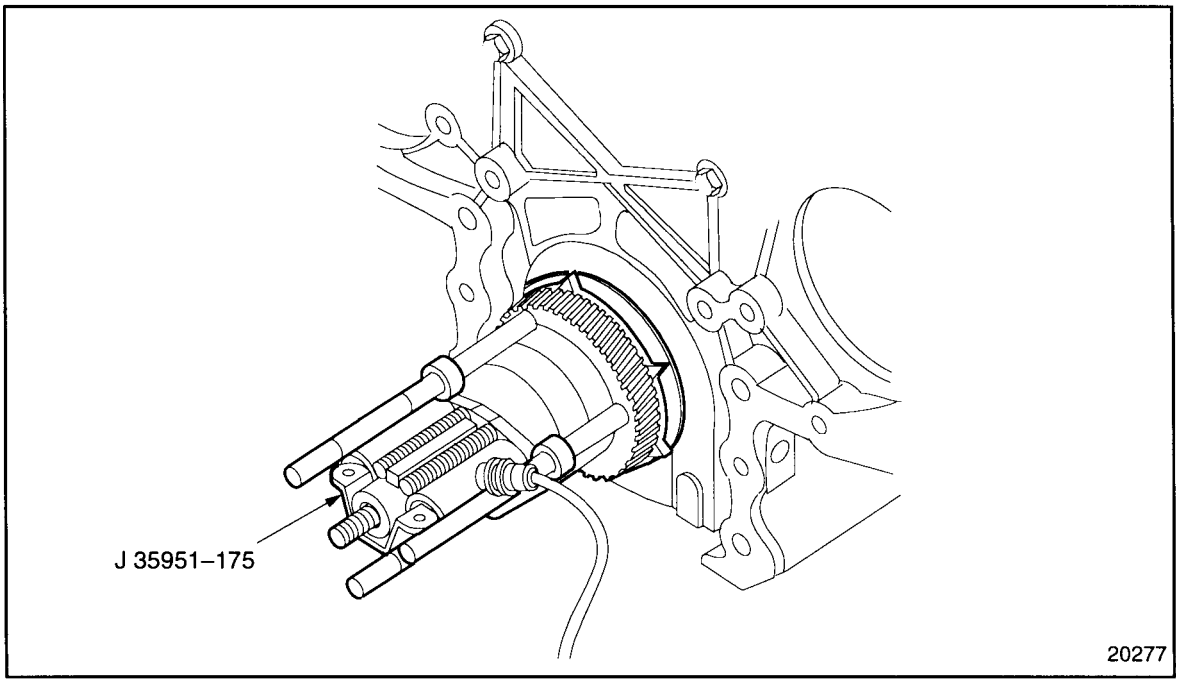

Figure 1-441 Hydraulic Ram Installation
12. Slide the hydraulic ram, J 35951-175, over the center rod of, J 35642-1 part of J 35642 and all the way to the base. See Figure 1-441.
[b] Loosen and remove the three retaining nuts on, J 35642-2 part of J 35642 against the pressure plate. See Figure 1-441.